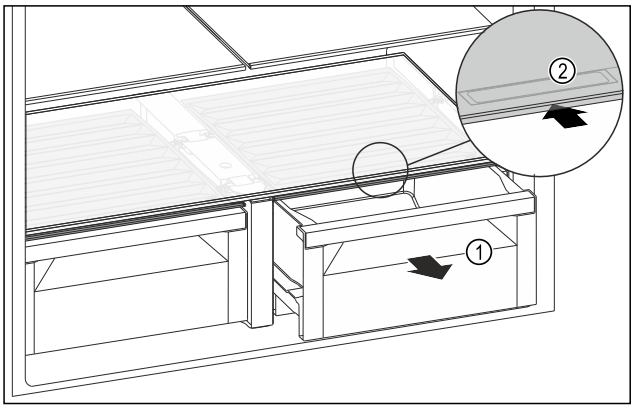

Fig. 119
▶ Zásuvku *Fig. 119 (1)* vytáhněte.
▶ Uchopte prohlubeň pro rukojeť *Fig. 119 (2)* na víku zásuvky a současně zasuňte víko zásuvky směrem dozadu.